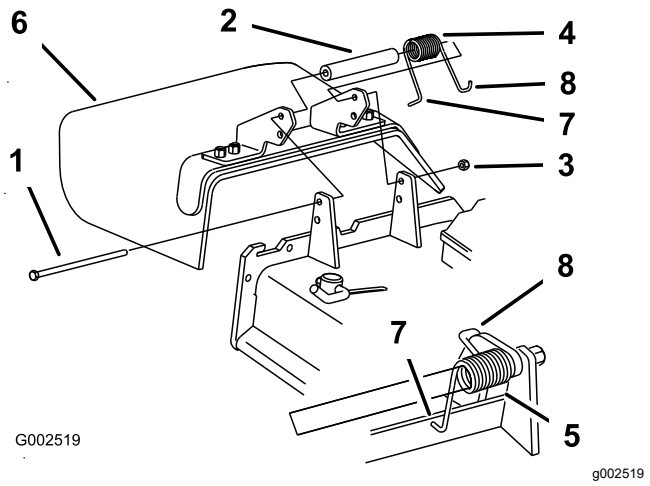

Figur 113
1. Ta bort låsmuttern, bulten, fjädern och distansbrickan som håller fast gräsriktaren på tappfästena (Figur 113).
Obs: Se till att fjäderns **L**-formade ände sitter bakom däckkanten innan du monterar skruven enligt Figur 113
5. Placera fjäderns **J**-formade ände runt gräsriktaren (Figur 113).